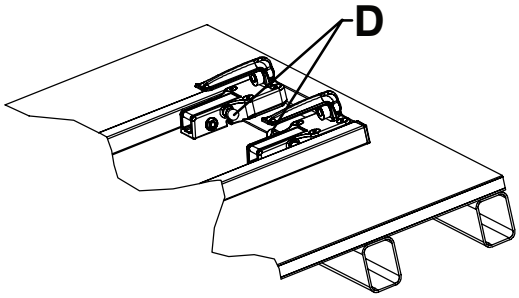

Afbeelding 11 – Juiste oriëntatie van hoofdeindehaken - Weergave 4C
- De rode loszetknoppen moeten richting het midden van de bevestiging gericht zijn (Afbeelding 11).